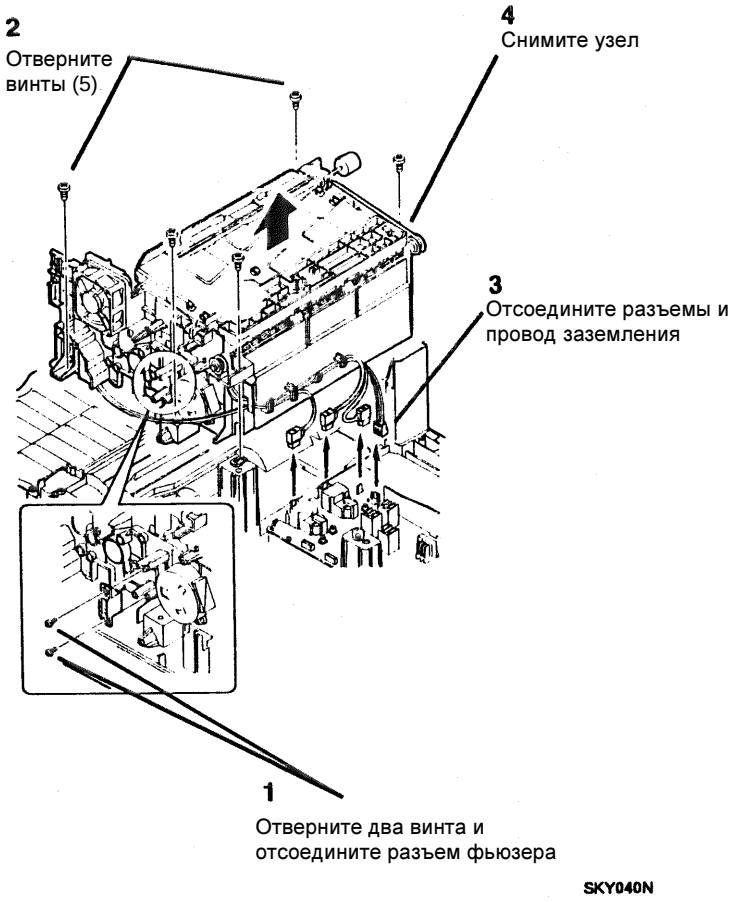

Рисунок 1. Снятие узла промежуточного каркаса
2. (Рисунок 1): Снимите узел промежуточного каркаса.